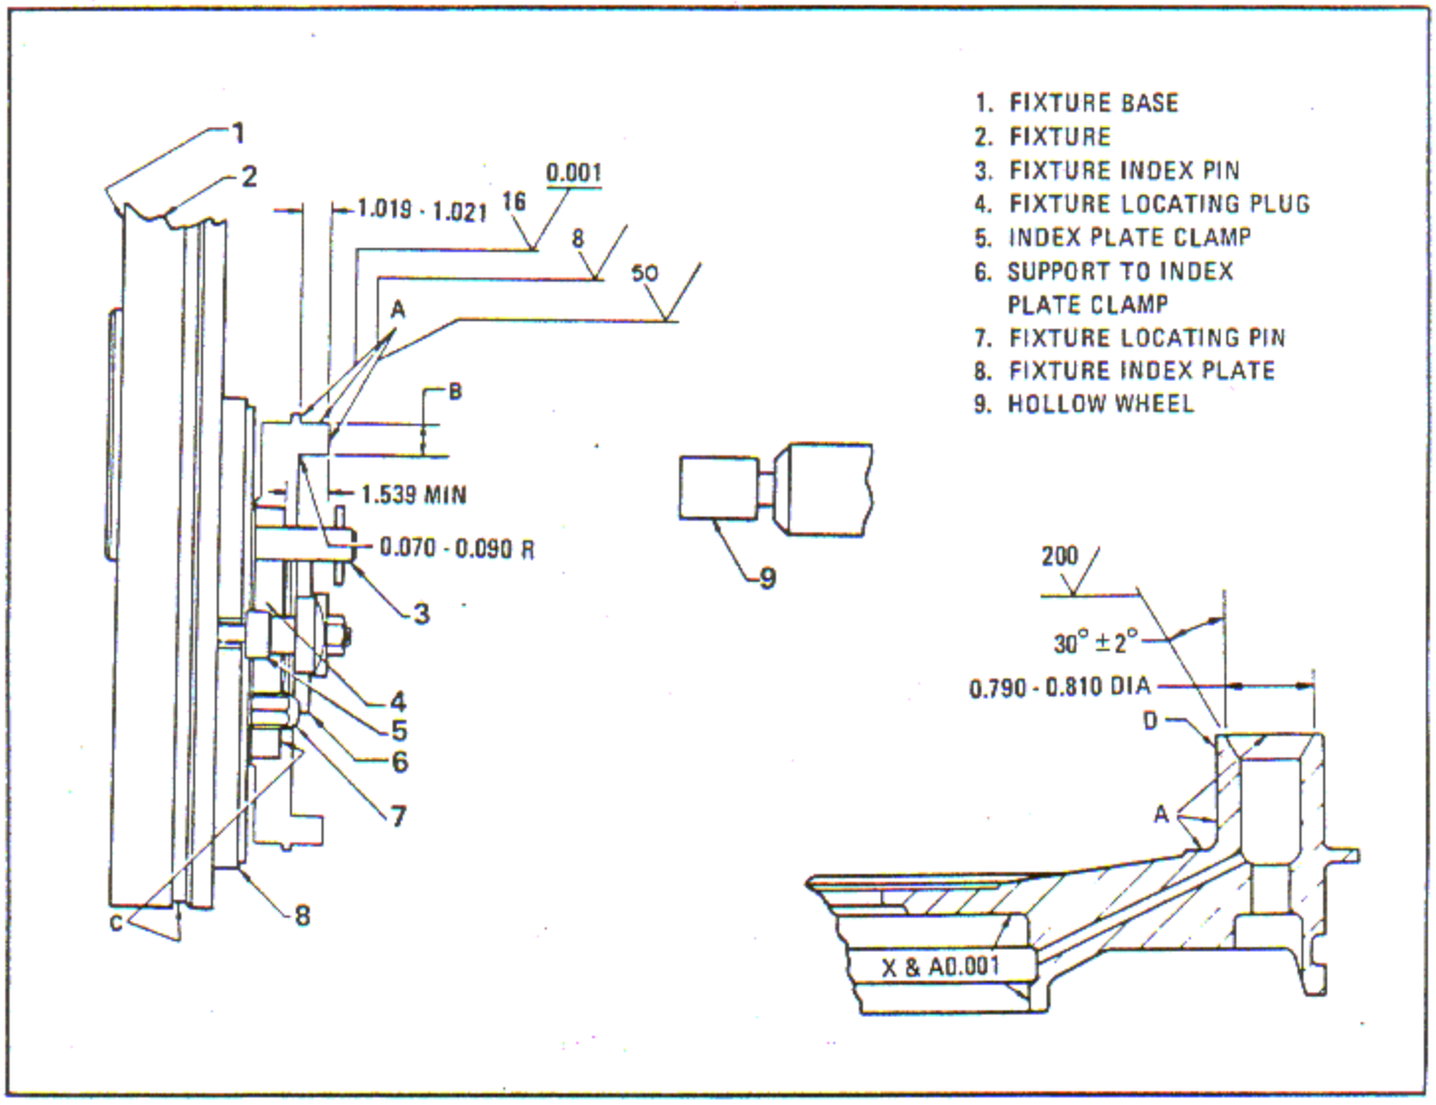

Figure 6-80. Balanceweight Trunnion Reconditioning Limits
a. Mount fixture (2, figure 6-80) to the grinder faceplate. Indicate the fixture C surfaces to run true within 0.001 inch full indicator reading. Tighten the fixture sufficiently to maintain its position.
c. Choose the least worn trunnion on the support and position it over the machine center for grinding. Insert the fixture indexing pin (3, figure 6-80) through the cam drive intermediate gear bushing hole and the index plate (8) into the bushing in the fixture base (1). Twist the index pin (3) to lock it in place as shown. Tighten the indexing plate clamps (5).
e. Loosen the index plate clamps (5). Remove the index pin (3), turn the plate (8) to the next required position and reinstall the pin. Tighten the clamps and grind the trunnion.